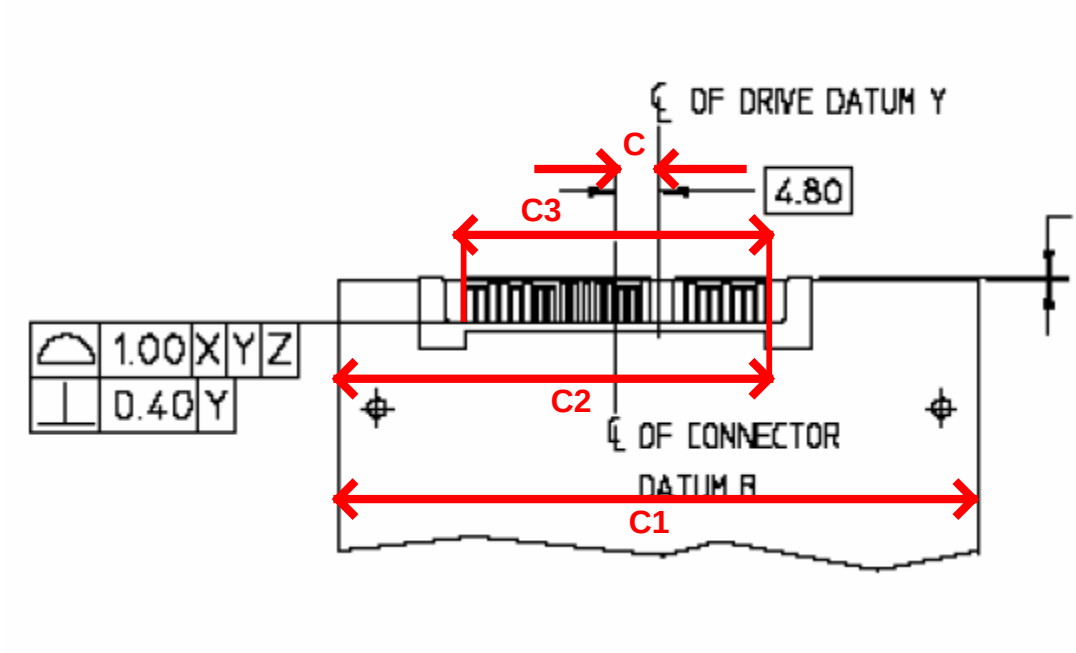

Figure 16
1. Using the outside measurement jaw of the calipers measure the value of *C1* as shown in Figure 16. Record the value of *C1*.
2. Using the outside measurement jaw of the calipers measure the value of *C2* as shown in Figure 16. Record the value of *C2*.
3. Using the outside measurement jaw of the calipers measure the value of *C3*, the width of the device plug connector as shown in Figure 16. Record the value of *C3*.